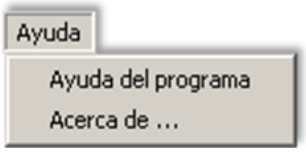

Figura D.51. Despliegue del menú Ayuda.
- **Ayuda.** Como la mayoría de programas, este menú proporciona documentación adicional sobre el programa (ver Figura D.51).